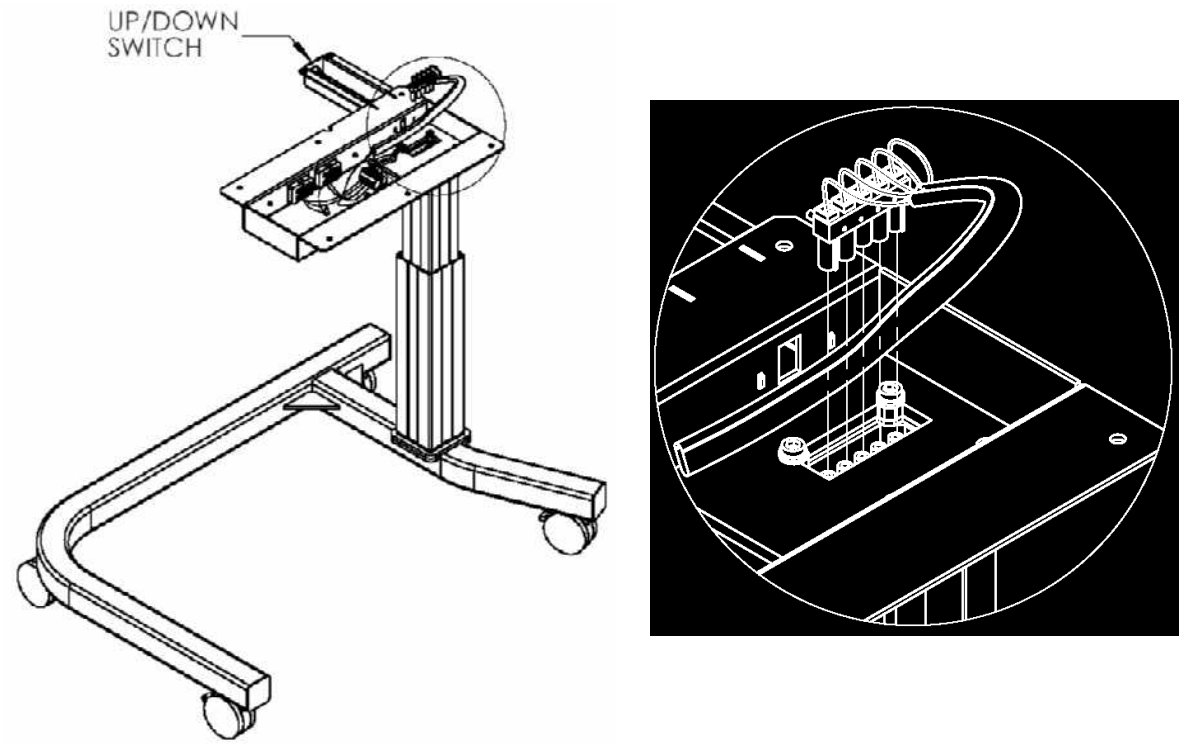

Figure 5 Insert the 5-Prong Plug
4) Insert the 5-prong plug into the power receptacle on the lift mechanism as shown in Figure 5.